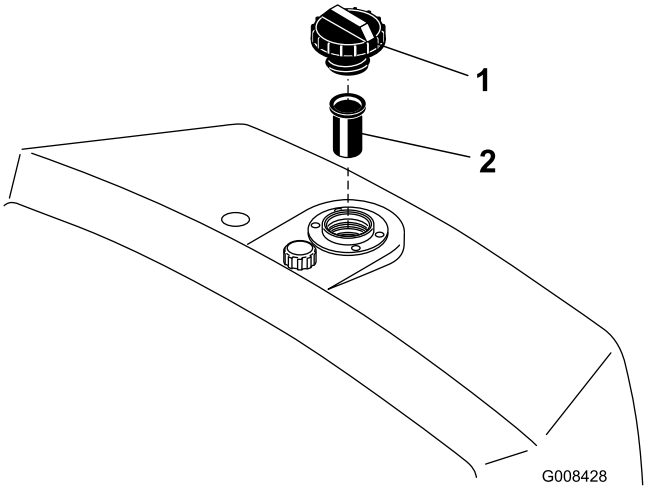

**Figur 27**
2. Fjern lokket fra beholderen, og sjekk væskenivået. Væsken bør nå opp til bunnen av skjermen i påfyllingshalsen (Figur 27).